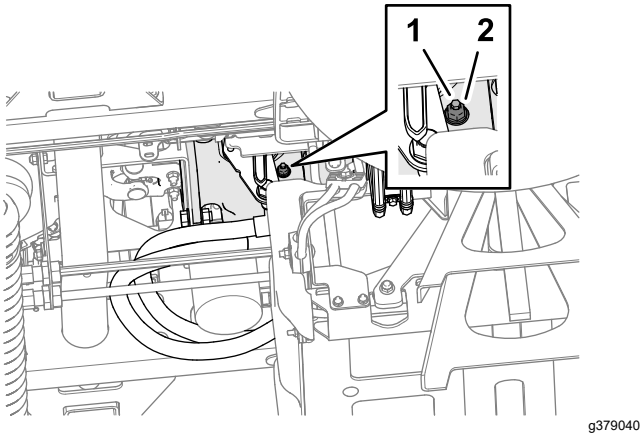

Figur 105
3. Lossa låsmuttern som håller fast skruven för neutral returjustering (Figur 105) från maskinens undersida och på höger sida av hjuldrivningspumpen.